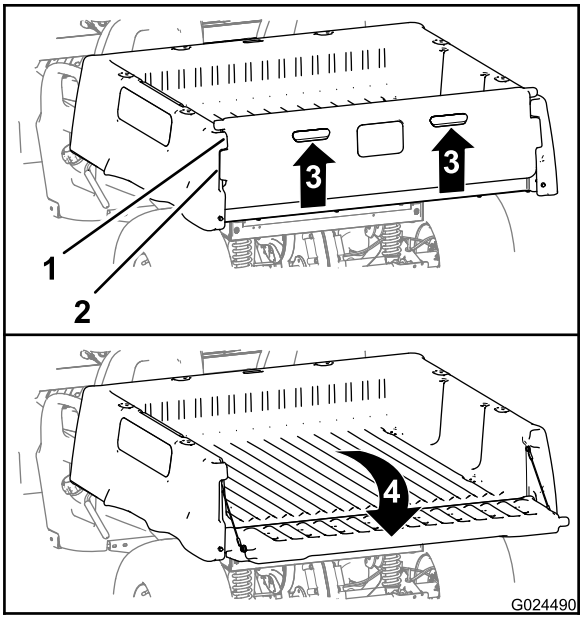

Figur 14
2. Lyft upp med hjälp av handtaget på flakskyddets bakpanel (Figur 14).
3. Rikta in flakskyddets låsflänsar efter öppningarna mellan lastflakets flakskyddsflänsar (Figur 14).
4. Fäll flakskyddet bakåt och nedåt (Figur 14).
6. Fäll flakskyddet uppåt och framåt tills flakskyddets låsflänsar är i linje med lastflakets flakskyddsfördjupning (Figur 14).
7. Fäll flakskyddet bakåt tills det sitter på plats bak på lastflaket (Figur 14).